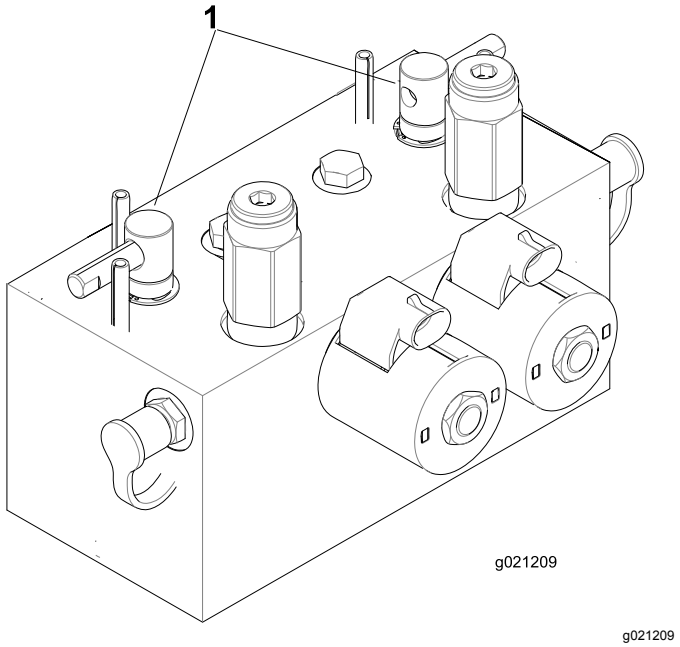

Figur 106
2. Lås opp og hev setet for å vise slipespakene (Figur 106).
5. Velg enten fremre, bakre eller begge slipespaker for å bestemme hvilke spoler som slipes (Figur 106).